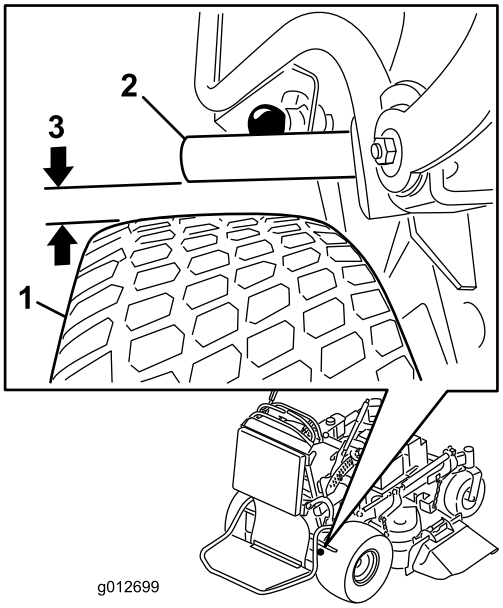

**Figuur 63**
4. Meet de afstand tussen de remstaaf en de band terwijl de rem is vrijgezet. Deze afstand moet tussen 5 en 8 mm zijn (Figuur 63). Raadpleeg Parkeerrem afstellen als er afstelling nodig is.
5. Stel de gaffel af. De afstand tussen de remstaaf en de band moet tussen 5 en 8 mm zijn. Draai de gaffel naar boven om de rem strakker af te stellen. Draai de gaffel naar onderen om de rem minder strak af te stellen (Figuur 63).